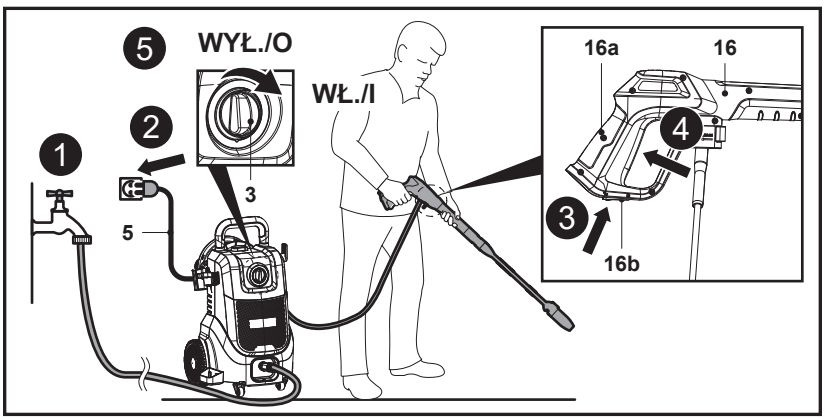

Rys. 19
1. Odkręcić kran, aby umożliwić przepływ wody do pompy (rys. 19, krok 1).
2. Podłączyć przewód zasilania (5) do gniazda zasilania po upewnieniu się, że przełącznik obrotowy wł./wył. (3) znajduje się w położeniu wyłączenia (rys. 19, krok 2).
3. Pociągnąć do tyłu blokadę spustu (16b) u dołu pistoletu natryskowego (16), aby odblokować spust pistoletu (16a) (rys. 19, krok 3).
4. Całkowicie nacisnąć spust (16a) aż do uzyskania stałego przepływu wody w celu usunięcia powietrza z maszyny i węża dopływu wody (rys. 19, krok 4). Następnie zwolnić spust pistoletu natryskowego (16a).
5. Włączyć maszynę, obracając przełącznik obrotowy wł./wył. (3) do położenia **„I”** (rys. 19, krok 5).